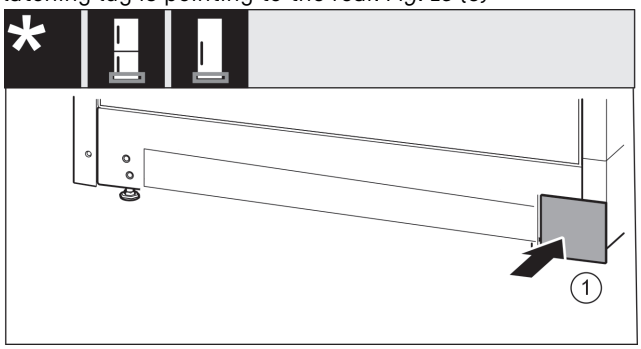

Fig. 17
- ▶ Put back the cover on the other side. *Fig. 17 (1)*